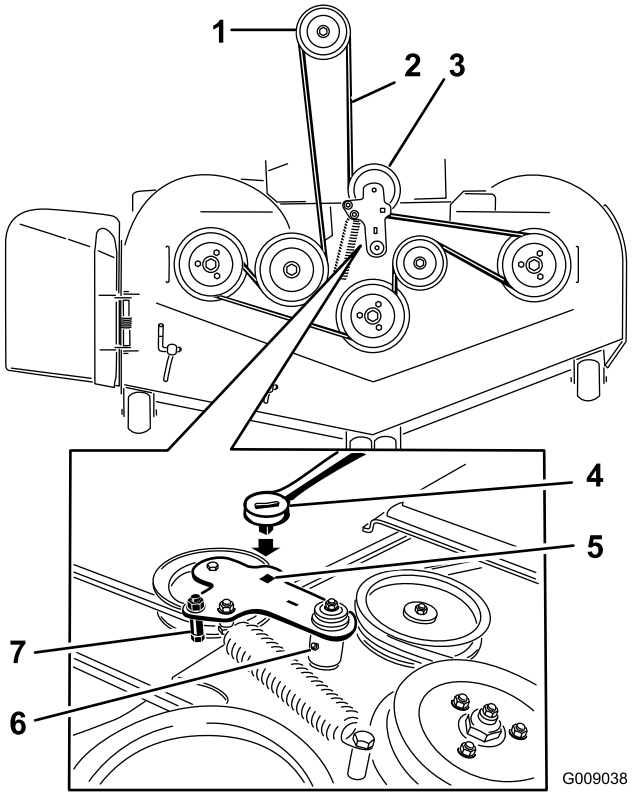

Figur 96
6. Løft opp gulvpanelet og sett en skralle i det firkantede hullet i klippeenhetens lederull (Figur 96).
7. Vri klippeenhetens lederull med urviseren og fjern klipperremmen (Figur 96).